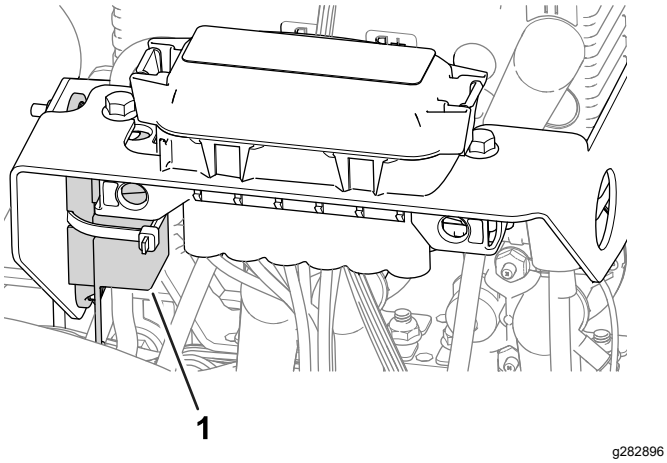

Figuur 54
- De zekering voor de linker wielmotor (60 A) bevindt zich onder de kap aan de linkerkant van de machine, dicht bij de zekeringen van het circuit voor de messenkooiaandrijving (Figuur 54).